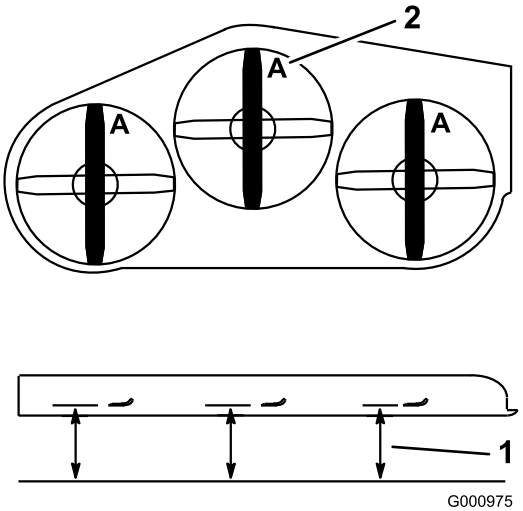

**Figure 90**
3. Rotate the blades until the ends face forward and backward (Figure 90). Measure from a level surface to the cutting edge, position **A**, of the blades (Figure 90). Note this dimension.